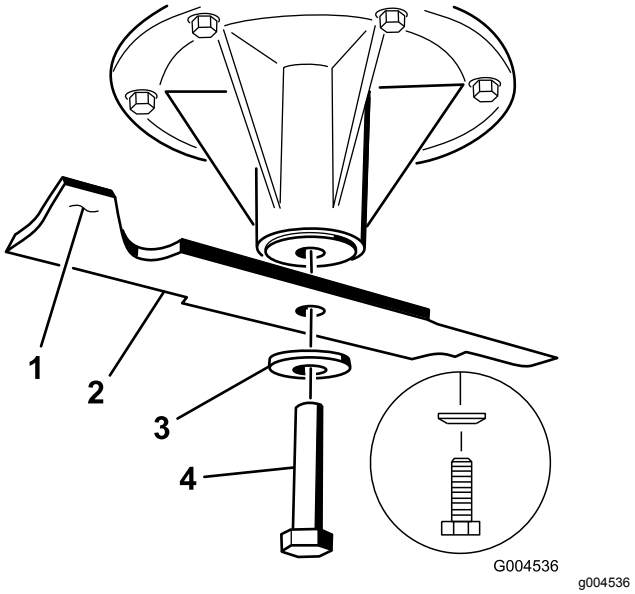
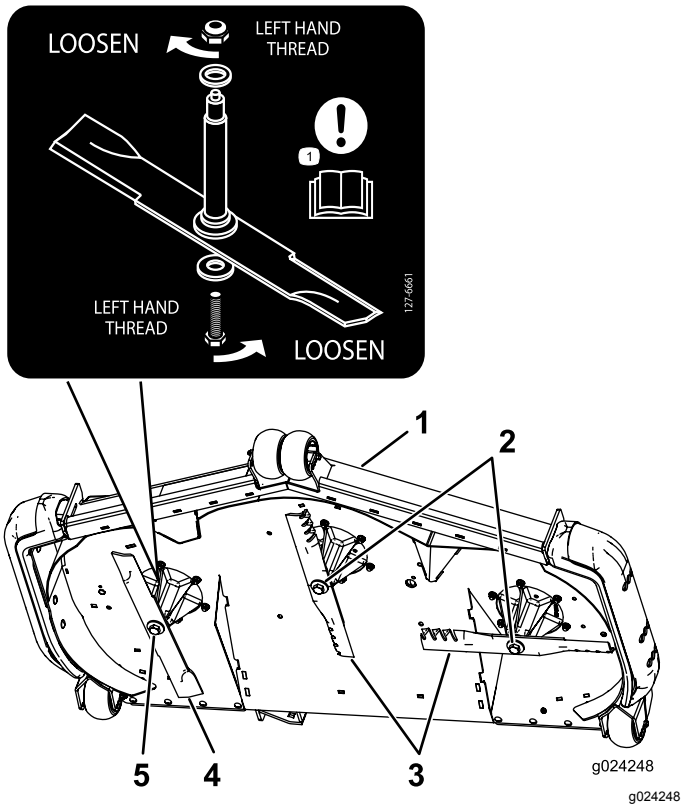

**Figuur 115**
**Figuur 116**
2. Verwijder de middelste en linkermesbout, de klemring en het mes van de spilas (Figuur 115).
3. Verwijder de rechtermesbout (met linkse schroefdraad), de klemring en het mes van de spilas (Figuur 115).
**Opmerking:** Let op het type en de locatie van de messen. Zie Figuur 116 voor de juiste standen.
***Belangrijk:*** **Het rechtermes van dit maaidek draait linksom: de mesbout is voorzien van linkse schroefdraad. Gebruik Figuur 116 om de maaimessen juist te kunnen plaatsen.**
1. Monteer het middelste en linkermes, de klemringen en de mesbouten op de spilassen (Figuur 115 en Figuur 116).
**Opmerking:** Monteer de kegel van de klemring zodat deze naar de kop van de bout wijst (Figuur 115).
2. Monteer het rechtermes, de klemring en de mesbout (linkse schroefdraad) op de spilas (Figuur 115 en Figuur 116).